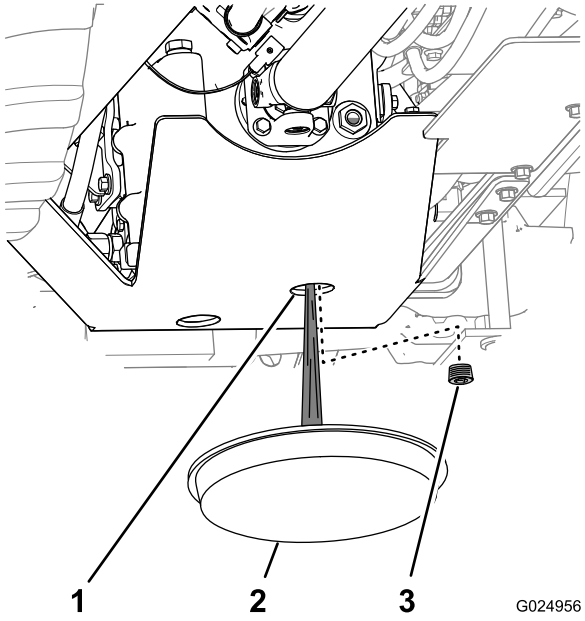

Figura 94
2. Mettete una bacinella di spurgo sotto il foro anteriore dello schermo della trasmissione (Figura 94).
3. Attraverso lo schermo della trasmissione pulite l'area intorno al tappo di spurgo della trasmissione (Figura 94).